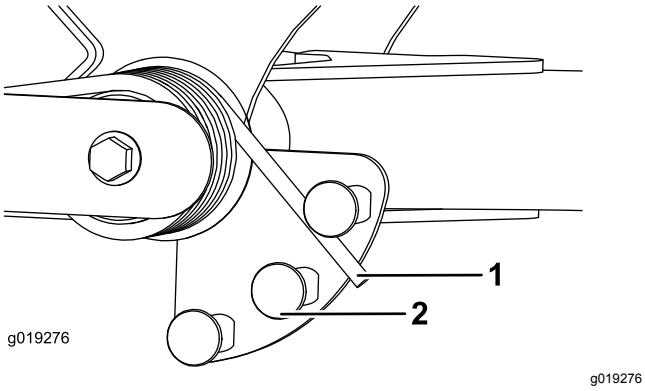

Figur 54
2. Sätt ett rör eller liknande på den långa fjäderänden och vrid det runt fjäderdonet till önskat läge (Figur 54).